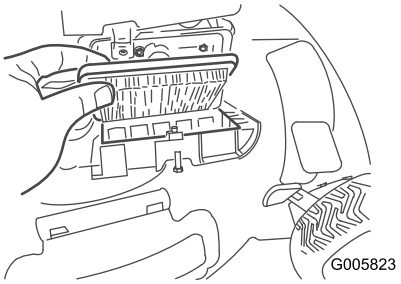

Figura 25
2. Sostituite il filtro dell'aria (Figura 25).